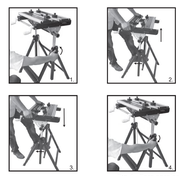

Fig.4 - Para apretar
d. Gire las perillas de fijación de altura en el sentido de las agujas del reloj en cada pata para apretar (Fig.4).